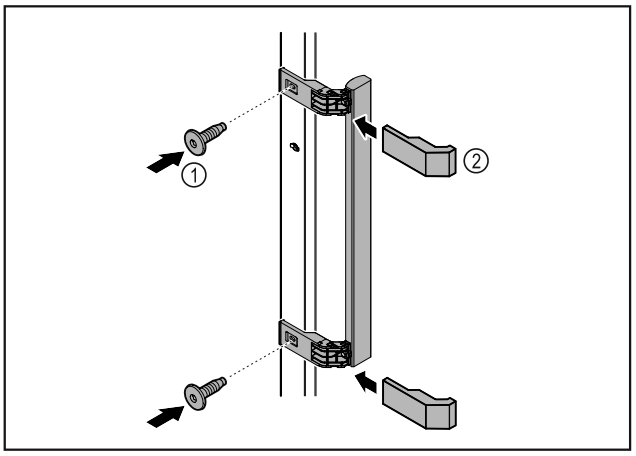

Fig. 64
▶ Atașați mânerul din pachetul de accesorii la ușă cu ajutorul șuruburilor incluse *Fig. 64 (1)*.
▶ Aplicați capacul *Fig. 64 (2)*.